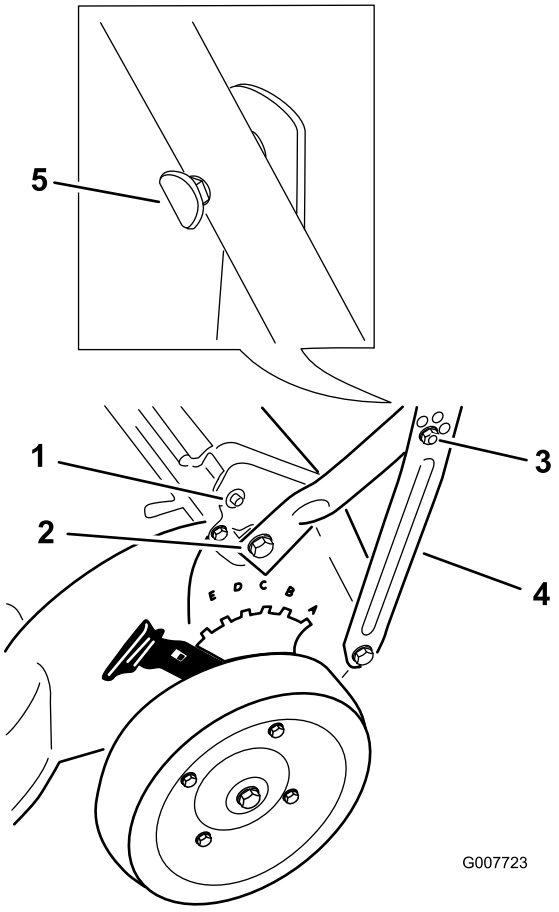

Figur 3
3. Fäst handtagsstagen på det nedre handtagets sidor med två bultar med ovala huvuden och två låsmuttrar, och dra åt dem med fingrarna (Figur 3).
4. Rikta in de ovala bulthuvudena efter handtaget i enlighet med Figur 3. Håll huvudena i det läget och dra åt alla muttrar med en nyckel för att dra in
Obs: Sätt kabelbandet så långt ned som möjligt på handtaget för att förhindra att kabeln eller kablarna hakar i ändkåpan på den bakre luckans stång och stör drivningssystemet (Figur 3).